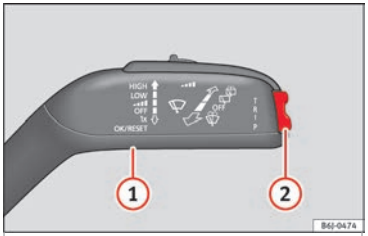

Fig. 25
Managed from the windscreen wiper lever ››› Fig. 25.
1. Press to select and confirm ››› Fig. 25
2. Press up or down to view the submenu ››› Fig. 25